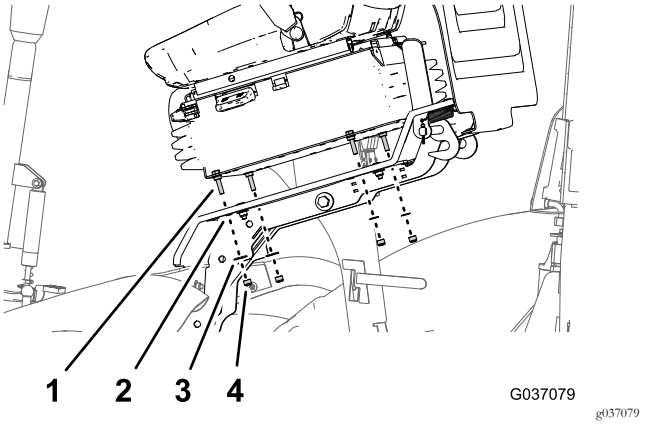

Figur 18
3. Innrett de fire hodeskruene (8 x 25 mm) til det nye setet med hullene i førerplattformen (Figur 18).